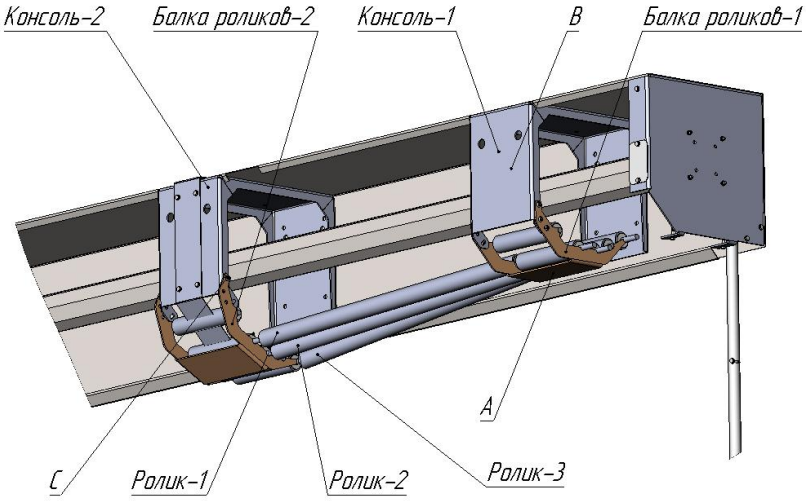

Рисунок 9 – Установка первой консоли
1. Установить Балку роликов-1 на Консоль-1 (на все крепежные винты и гайки – 6 винтов М5х14, 6 гаек М5) таким образом, чтобы горизонтальная поверхность А - Балки роликов-1, была строго перпендикулярна вертикальной поверхности В - Консоли-1 (см. рис.9), после чего Балку роликов-1окончательно закрепить.